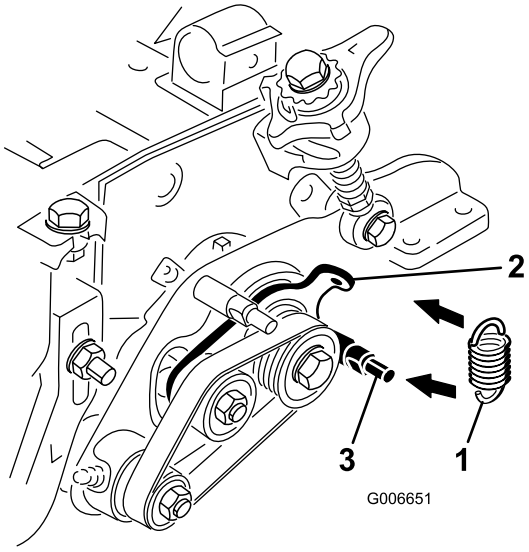

Figura 11
22. Prenda a mola intermédia ao orifício existente na patilha da placa intermédia e à volta da ranhura, na cavilha inferior da placa do rastelo (Figura 11). A extremidade aberta do gancho da mola deve ser posicionada em direção à polia da transmissão.